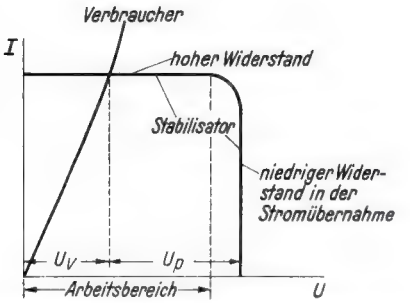

Bild 7. I/U-Diagramm für Stromstabilisierung
b) niedriger Innenwiderstand außerhalb des Arbeitsbereichs (Bild 7).